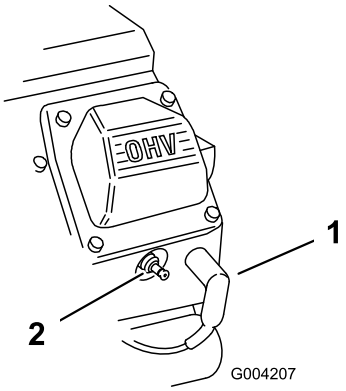

Figur 50
2. Trekk ut ledningene til tennpluggene (Figur 50).
3. Skyv ledningene på tennpluggene (Figur 50).